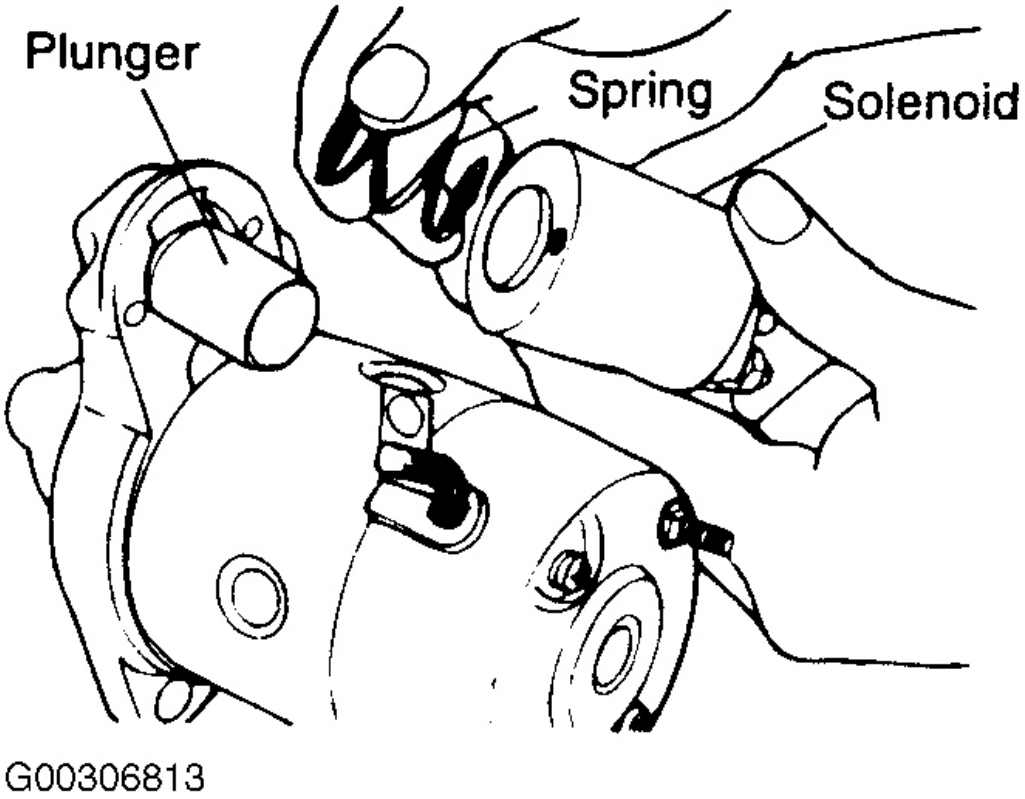

Fig. 15: Extracción de solenoide del émbolo del resorte
4. Retire el resorte del émbolo del solenoide. Ver **La Fig. 15** . _____
12. Insertar muelle de émbolo de solenoide. Ver **La Fig. 15** .